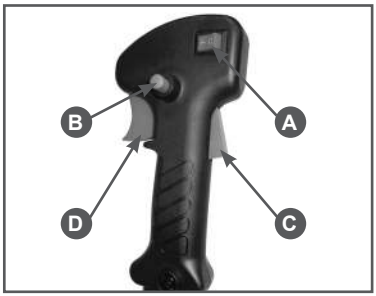

Рис.10 Многофункциональная рукоятка управления
Не допускается работа с не полностью нажатым курком газа D (Рис.10).
5. Выключатель зажигания (A) установите в положение «I» Рис.10. Удерживая предохранительный рычаг (C) нажмите на курок газа (D). Для облегчения запуска зафиксируйте курок газа стопором (B).